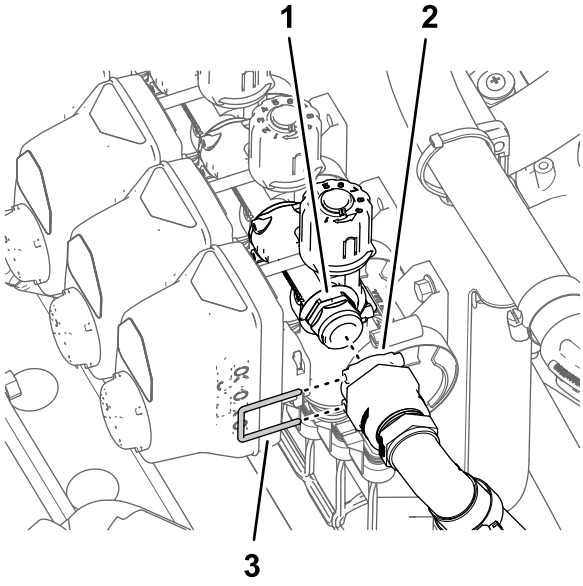

Rysunek 113
2. Zamocuj szybkozłącze węża obejściowego do szybkozłącza przy zaworze obejścia zaworu dyszy 10 (Rysunek 113).
3. Zamocuj za pomocą zapinki szybkozłącza węża obejściowego i zaworu obejścia (Rysunek 113).